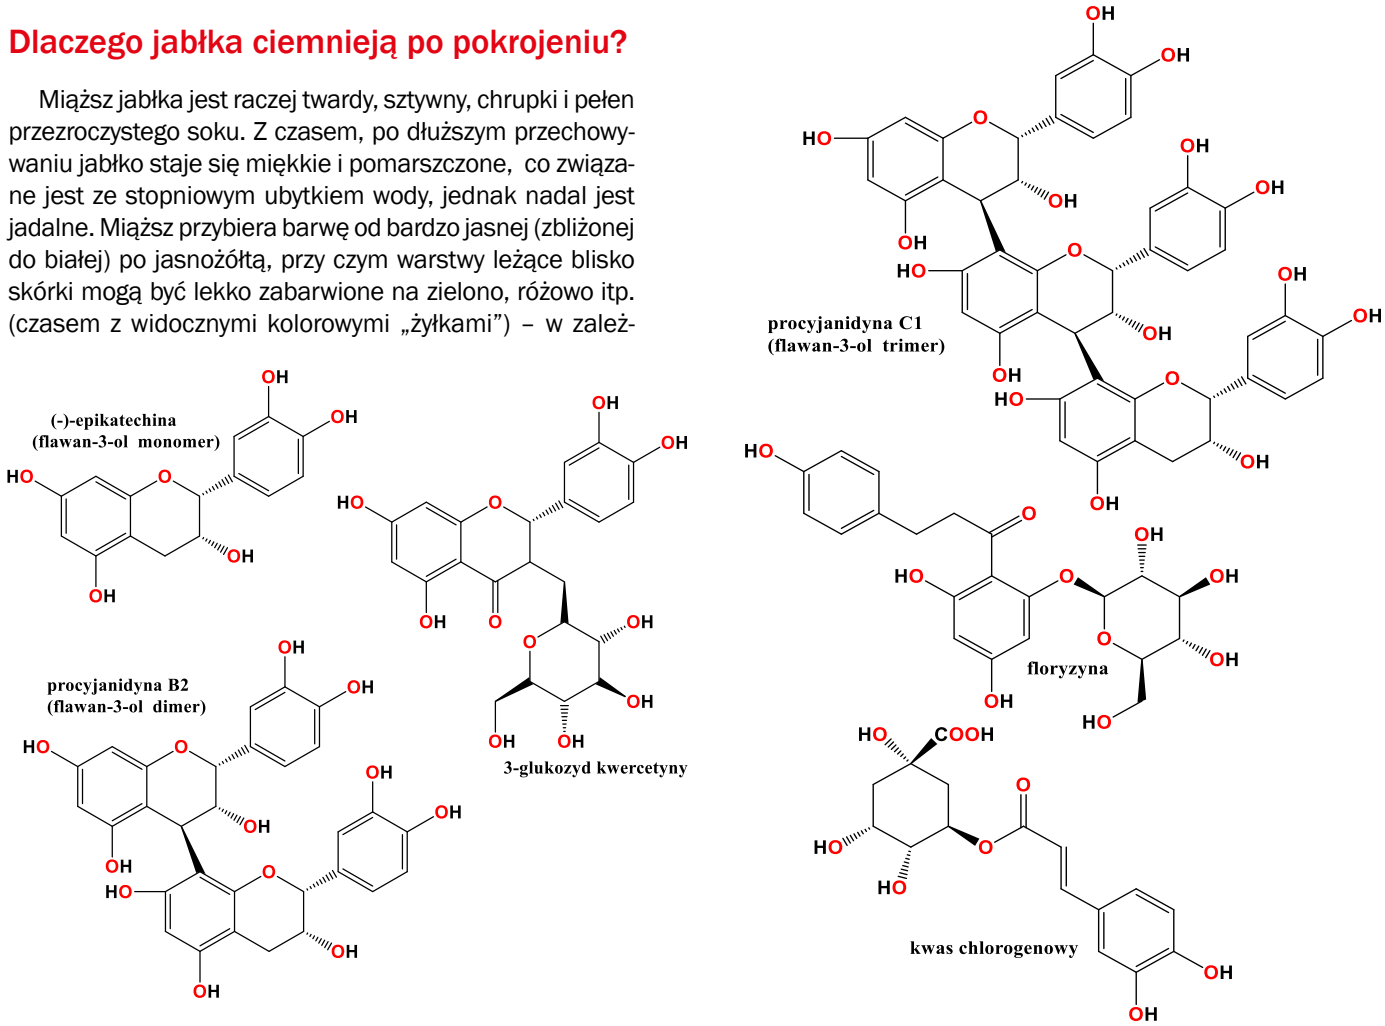

Rys. 2. Główne składniki zawarte w skórce jabłek o właściwościach nadających barwę i przeciwutleniających.
Oligomery i polimery nazywane są proantocyjanidynami (PC), do których należą zarówno procyjanidyny, jak i prodelfinidyny. Struktury wybranych barwnych związków tych grup pokazane są na Rys. 2.